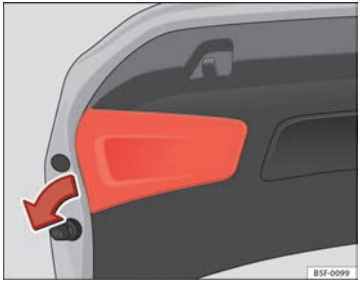

Fig. 195 Remove the cover from the rear lid
– Remove the rear lid cover in the direction indicated ⇒ Fig. 195. ▶
– Replace the cover of the rear lid lining ⇒ Fig. 195. ■